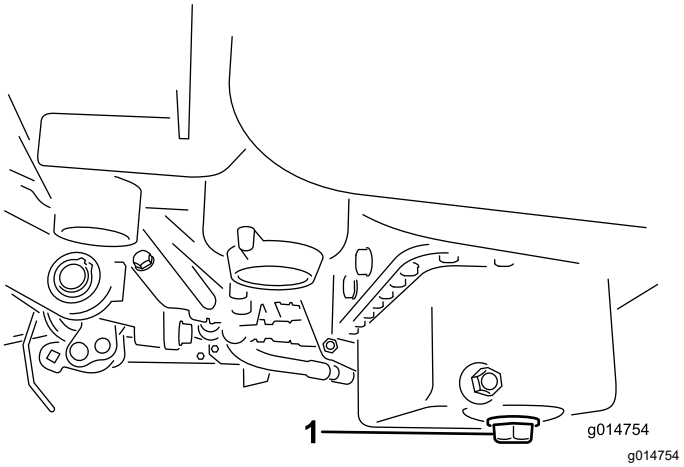

**Figura 32**
1. Togliete il tappo di spurgo e lasciate defluire l'olio in una bacinella. Quando l'olio cessa di defluire, rimontate il tappo (Figura 32).